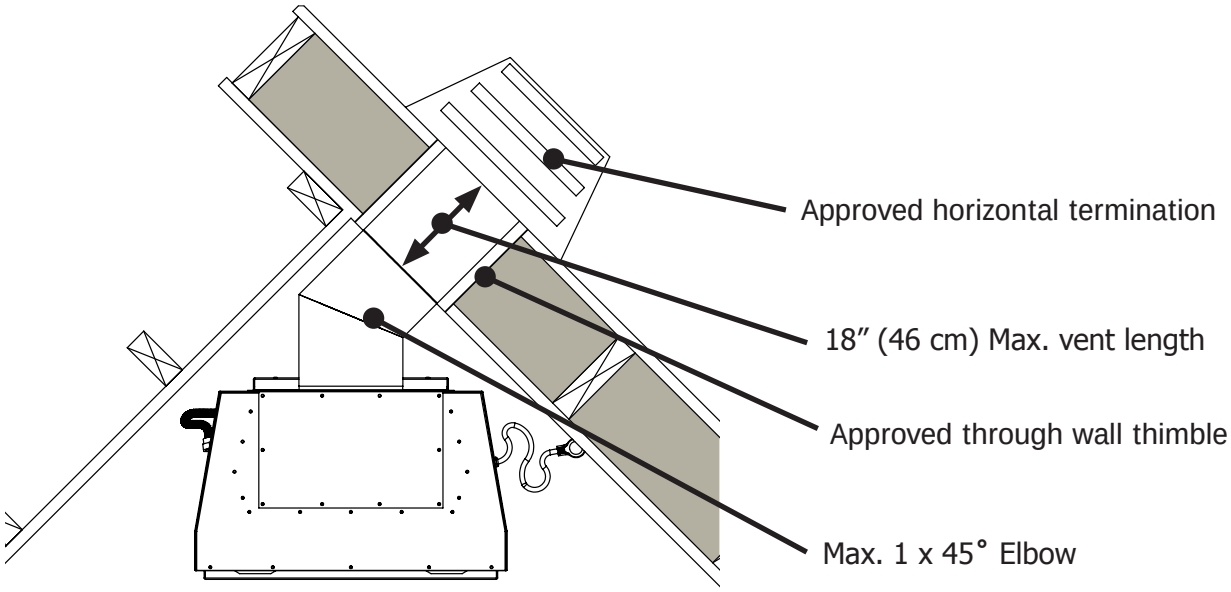

Figure 38. Corner Rear Vent - No Vertical Rise
The Q1CII can be installed in rear vent applications with no vertical rise within the parameters as shown in Figures 38 and 39.
Step 1: Using a T20 screwdriver remove the vent collar, base plate, cover plate and 4" exhaust spigot (28 screws total) as shown in Figure 38. The vent collar, base plate, and 4" exhaust spigot will no longer be used.